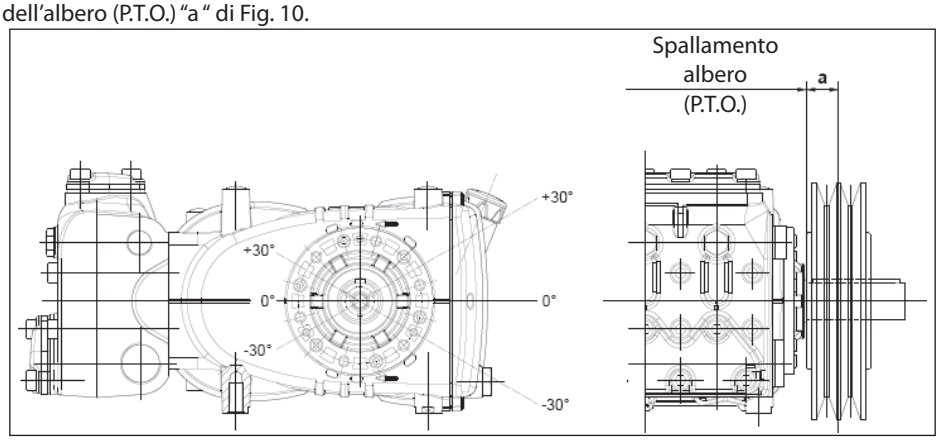

Fig. 10
Il carico radiale sull'albero non deve essere superiore a 3000 N (valore necessario per la definizione del Lay-out). La trasmissione è considerata adeguata se tale carico è applicato ad una distanza massima **a=30 mm** dallo spallamento dell'albero (P.T.O) come indicato in Fig. 10.
b) Utilizzare cinghie ad alto rendimento - per esempio **XPB** invece di **SPB** - in quanto risulterà necessaria una quantità inferiore di cinghie a parità di potenza trasmessa ed una conseguente distanza inferiore della risultante rispetto allo spallamento dell'albero (P.T.O.) "a " di Fig. 10.
e) Seguire la direzione del tiro cinghia come indicato in Fig. 10 per esigenze diverse contattare l'***Ufficio Tecnico*** o ***Servizio Assistenza Clienti***.